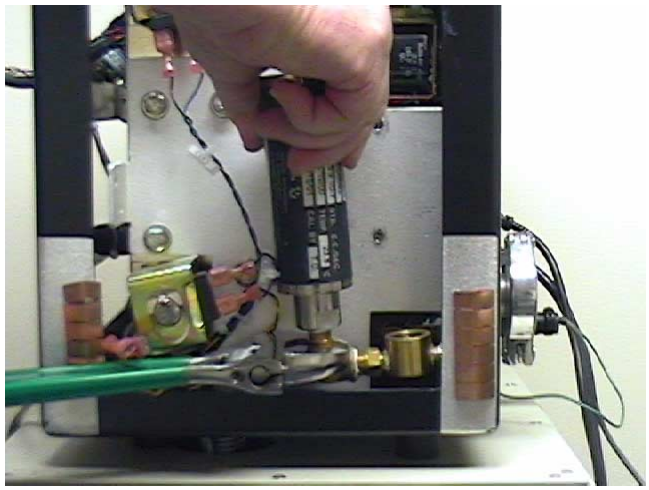

Figure 4-12 Removal of Calibrated Leak
5. Reposition the wrench and repeat this action until the leak is loose enough to finish loosening it by hand (Figure 4-12).